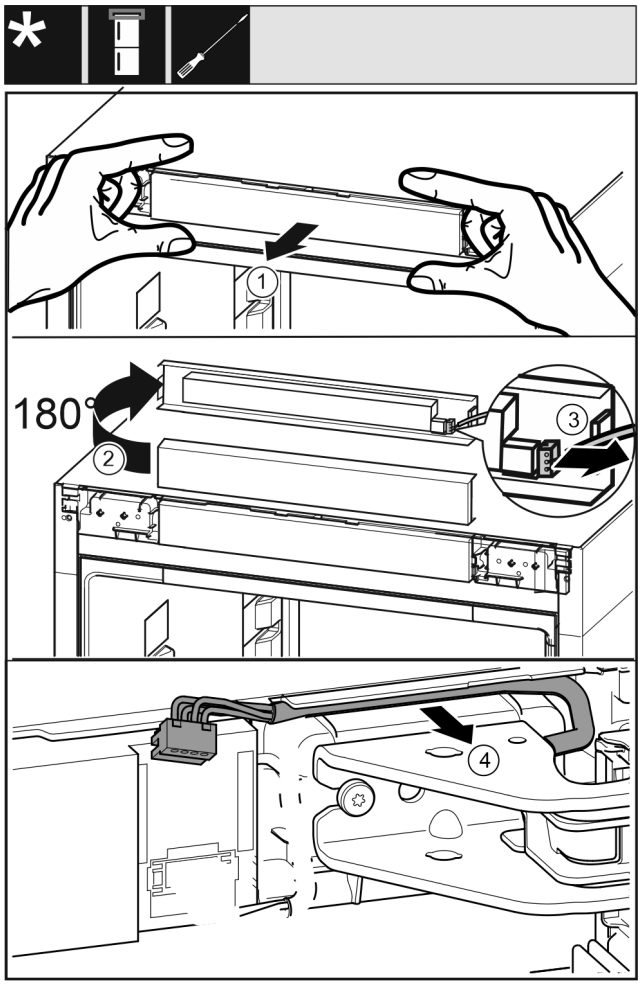

*Fig. 13*
- ▶ Bedieningspaneel *Fig. 13 (1)* van het apparaat voorzichtig naar voren toe losmaken.
- ▶ Bedieningspaneel *Fig. 13 (2)* naar boven met 180° draaien.
- ▶ Vergrendelingslipje *Fig. 13 (3)* naar achteren drukken en de stekker voorzichtig er uit trekken.
- ▶ Kabel *Fig. 13 (4)* middels lagerbok voorzichtig uit de geleiding losmaken.